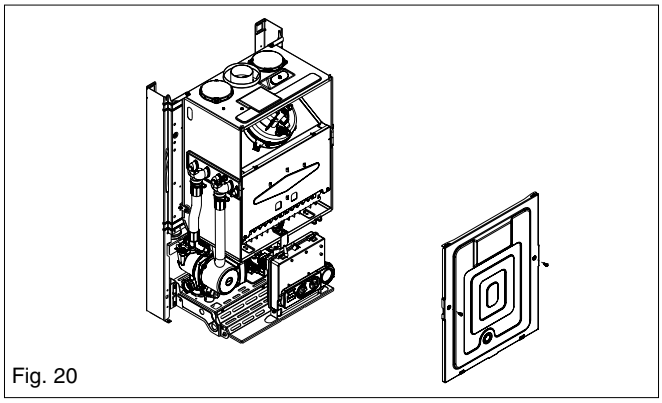

Fig. 20
6.4.1 AIR BOX FRONT COVER REMOVAL (fig. 20)
Carry out component removal procedure as described in 6.4. Unscrew and remove the air box front cover (fig. 20).
Carry out component removal procedure as described in 6.4. Unscrew and remove the air chamber front cover (fig. 20).